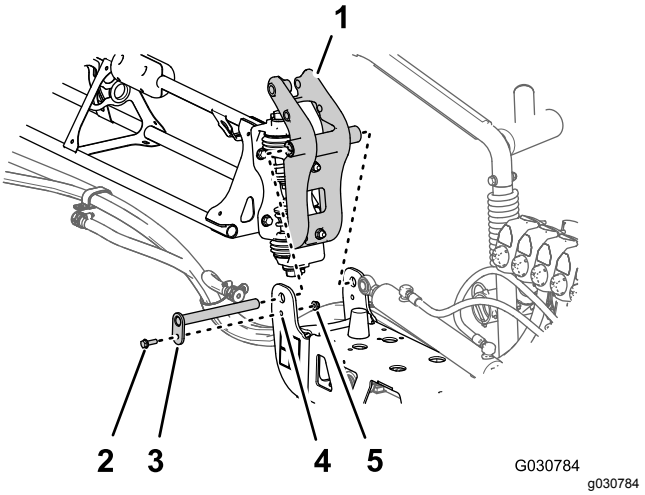

Rysunek 123
3. Ustaw tuleje w złączu osi obrotu równo z otworami w kołnierzach wspornika obrotowego na końcu środkowej sekcji zraszania (Rysunek 123).